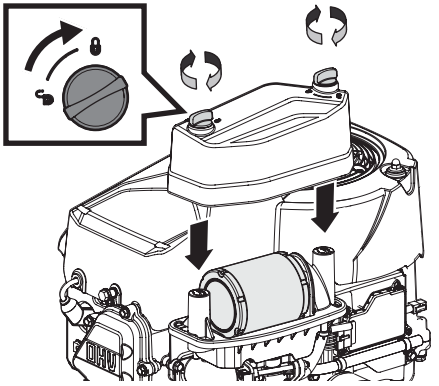

Figure 12
7. Fixez le couvercle du filtre à air (Figure 12). Tournez les vis à oreilles dans le sens des aiguilles d'une montre d'un quart de tour jusqu'à ce qu'elles soient bien serrées. Vérifiez qu'il n'y a pas de désalignement.